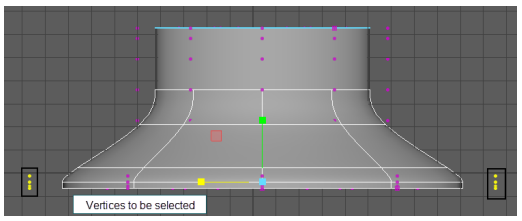
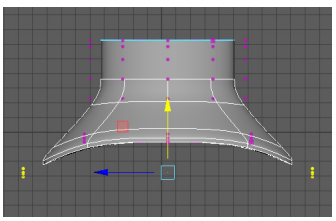

Figure 4-43 *Vertices to be selected*
Figure 4-44 *The modified mesh after moving the vertices*
2. Maximize the side-X viewport. Next, marquee-select the vertices using the SHIFT key, as shown in Figure 4-43. Next, choose **Move Tool** and move the vertices downward along the Y-axis, as shown in Figure 4-44.